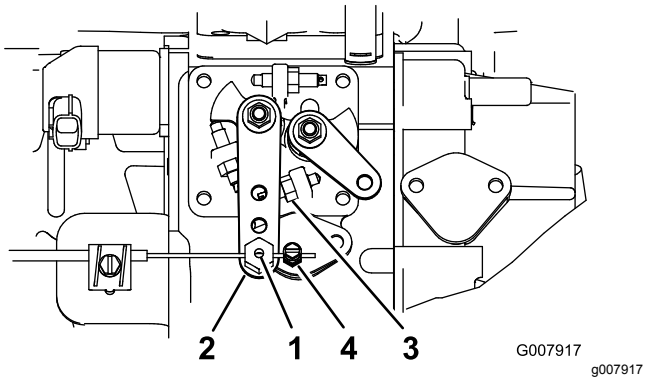

Figur 50
2. Løsn monteringsskruen til gaskablet på gaskablet ved siden af indsprøjtningspumpens arm (Figur 50).
3. Hold indsprøjtningspumpens vippearm mod det høje tomgangsstop (Figur 50).